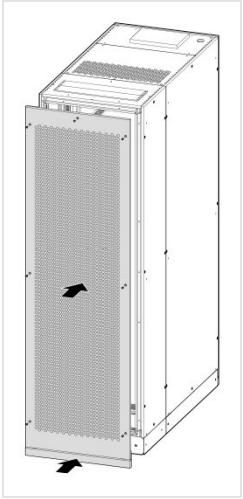

FIGURE 3-18 Refitting the plates
4. Refit the rear plate and the bottom plate (Figure 3-18).